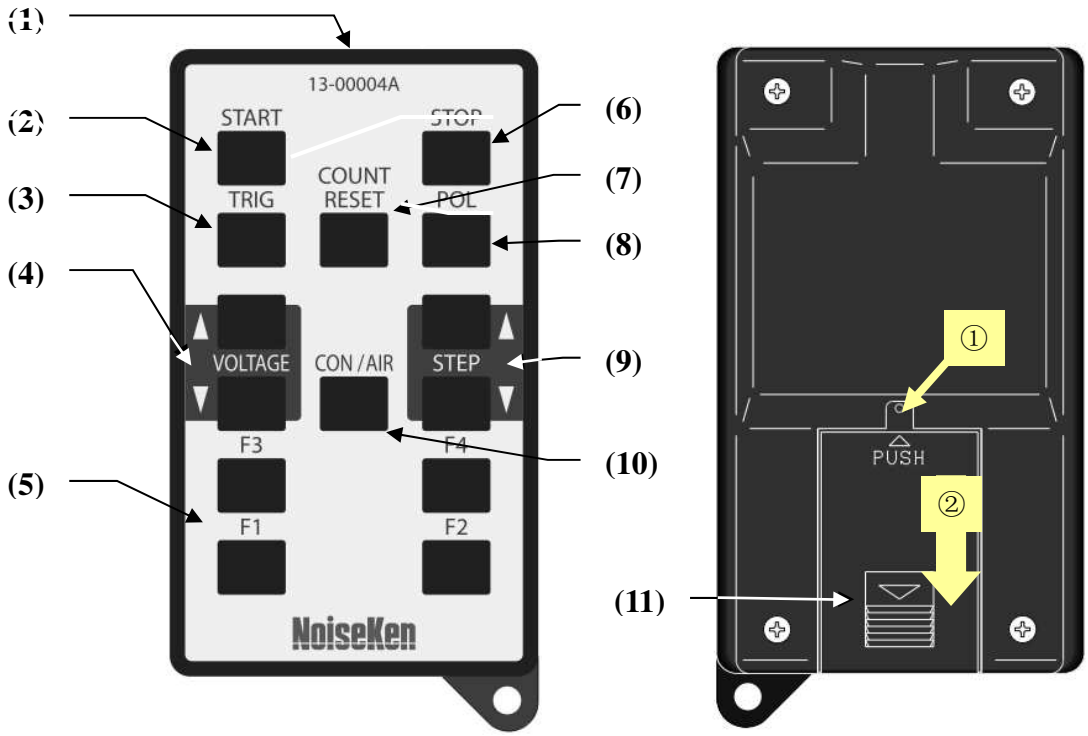

图 9.5. 遥控器外观
(11) 电池盖
按照图 9.5 所示，边按下①部分的盖子的前端，边按②箭头所示方向滑动，然后电池盖子就能被拆除。